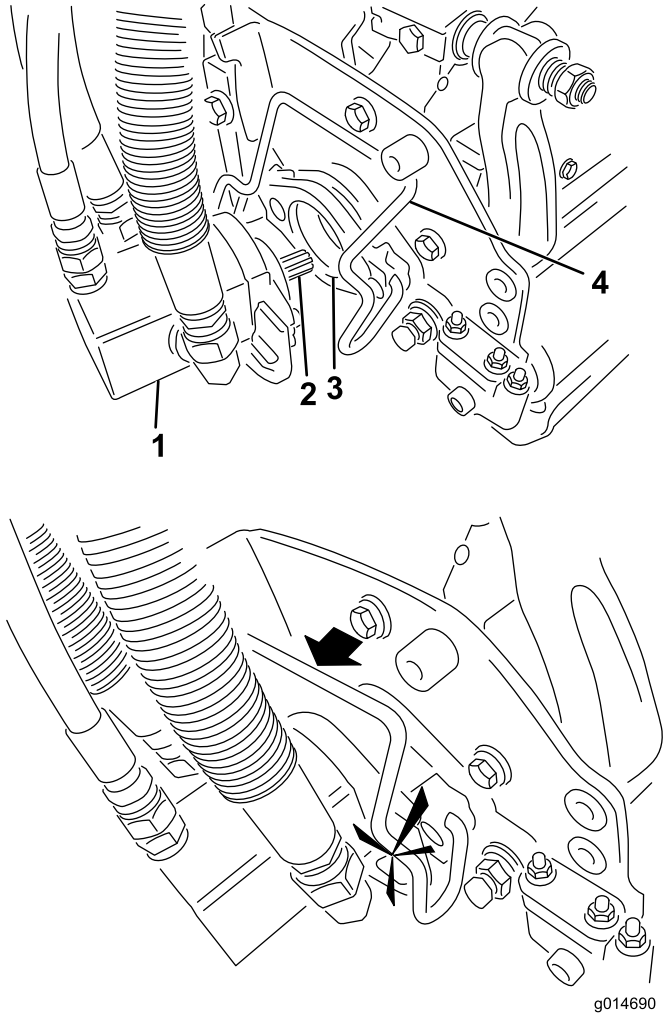

Figur 34
5. Stryk på rent fett på klippenhetsmotorns räfflade axel (Figur 34).
6. För in motorn på vänster sida av klippenheten (sett från förarsätet) och dra motorfäststaget på klippenheten mot motorn tills du hör ett klickljud från båda sidorna av motorn (Figur 34).